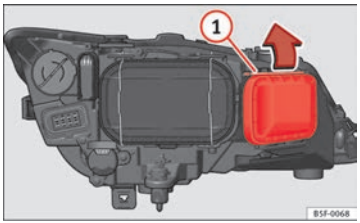

Fig. 144 Lâmpada da luz de máximos
– Desloque o tirante ⇒ Fig. 144 (1) no sentido da seta e puxe a tampa.